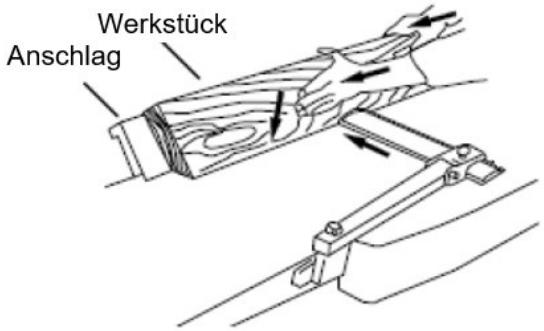

Abb. 6-6: Anfasen
5. Führen Sie das Werkstück über die Messerwelle, wobei die Oberfläche vollständig flach am Anschlag anliegen muss und die Kante festen Kontakt zum Einlauf- und Auslauftisch hat (Abbildung 6-6).